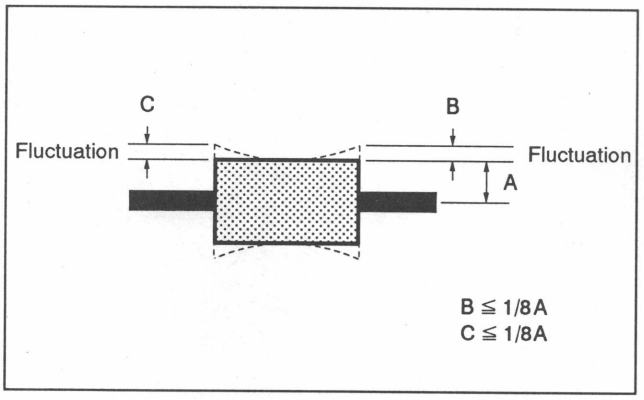

Fig. 7-81.
4) Confirm that the fluctuation amount of both RF waveform entrance and exit sides are as shown in Fig. 7-81.